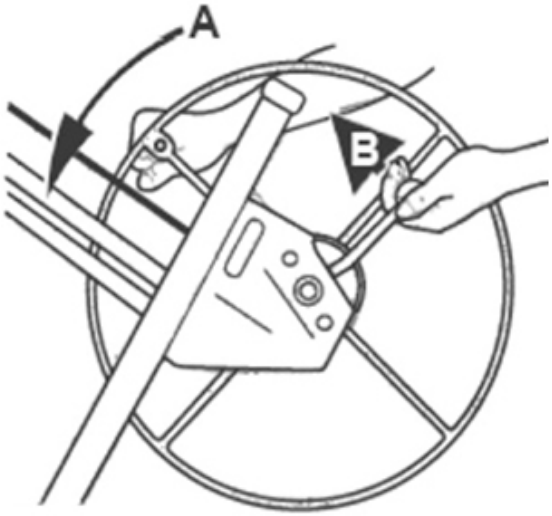

FIG. 4
- Serrer progressivement le frein à l'arrière du gouvernail pour ramener les tiges télescopiques précédemment relevées à leur position de repos (Fig. 4).